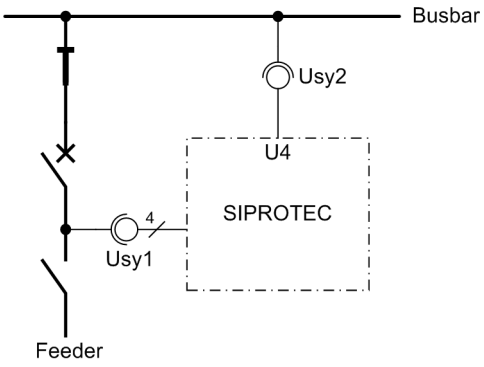

Figure 3-28 Measuring voltages for the synchrocheck — example
- Then the circuit breaker is closed while the line isolator is open (see Figure 3-28). Both voltage transformers therefore measure the same voltage.